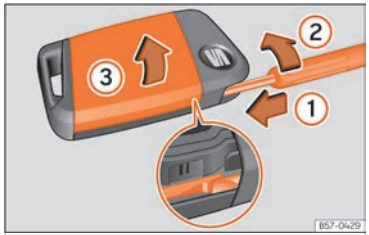

Fig. 49 Vehicle key: opening the battery compartment.
- Insert a flat blade screwdriver into the vehicle key, through the outer guide of the emergency key, approx. 1 cm in the direction of the arrow ››› Fig. 49 ①.
- Turn the screwdriver clockwise until the cover opens ››› Fig. 49 ②
- Open the cover in the direction indicated by the arrow ››› Fig. 49 ③ and remove it ››› ①.